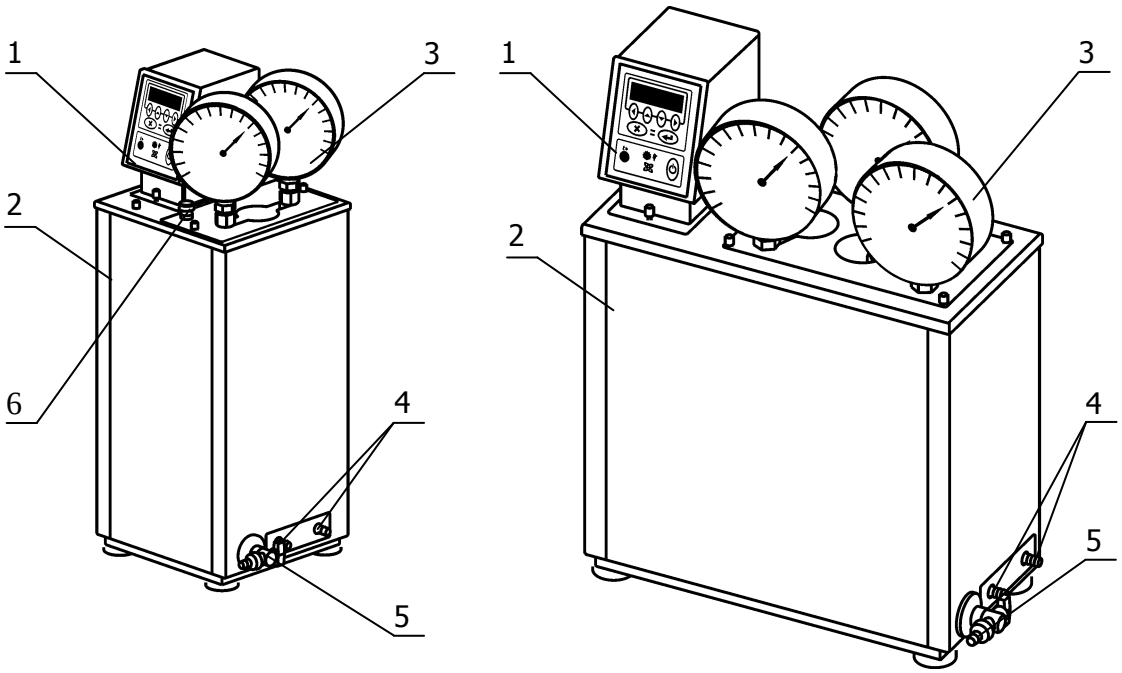
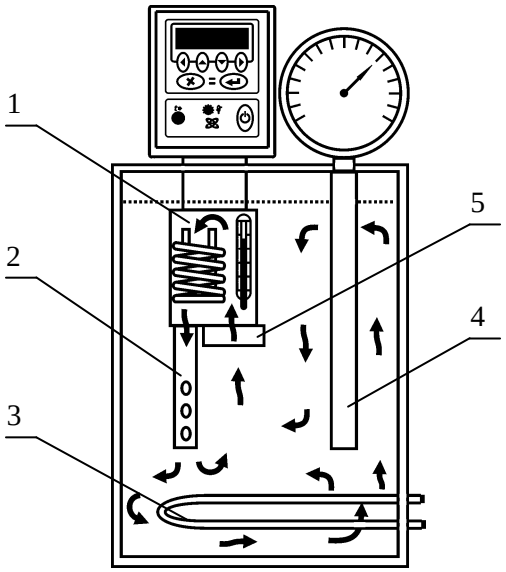

Рисунок 1 — Внешний вид термостатов «ВТ-Р-01» и «ВТ-Р-03»
Рисунок 2 — Устройство термостата
1.4.2 В состав термостатов «ВТ-Р» входят (рисунок 1):
1.4.4 Внутри ванны расположен циркуляционный насос 5, который нагнетает теплоноситель из верхней части ванны в резервуар 1 и далее, через выходную трубку 2, в нижнюю часть ванны. Таким образом, непрерывно происходит движение теплоносителя из верхней части ванны в нижнюю, обеспечивая его циркуляцию вокруг погруженных бомб Рейда 4 (рисунок 2). Для слива теплоносителя из ванны служит сливной кран 5 (рисунок 1)
1.4.5 Циркуляция теплоносителя и поддержание заданной температуры посредством нагрева осуществляется блоком регулирования температуры 1 (рисунок 1).
1.4.6 Охлаждение теплоносителя происходит посредством теплообмена с окружающей средой или с охлаждающей жидкостью, пропускаемой через теплообменник 3 в ванне термостата (рисунок 2).
2.2.6 Заполнить ванну термостата теплоносителем через отверстие в крышке над рабочей зоной 4. Температурный диапазон применения теплоносителя должен соответствовать значениям, указанным в 1.2.6. Уровень жидкости в термостате поддерживать таким, чтобы при опускании испытательных бомб теплоноситель не выливался через край крышки термостата. Излишки теплоносителя слить при помощи шланга, надетого на штуцер сливного крана 5 (см. рисунок 1).